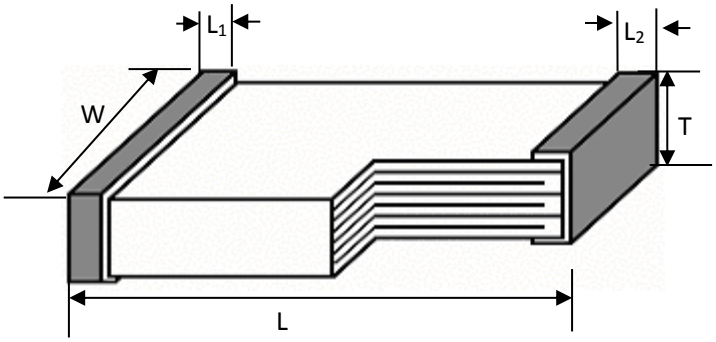

图 1 产品外形示意图
4.2.1 要求: 产品的外形和尺寸应符合图 1 及表 1 的要求。